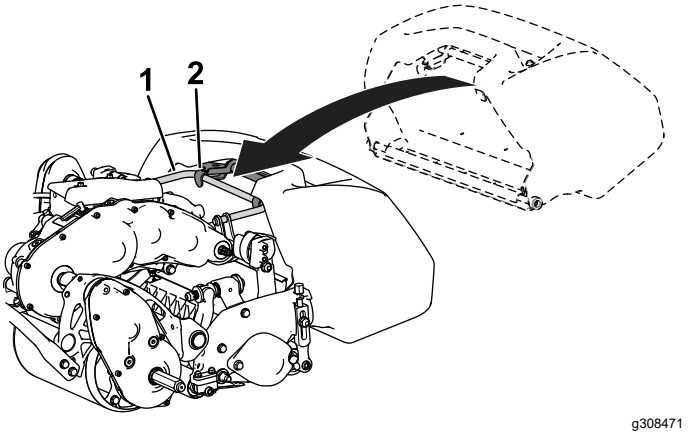

Rysunek 4
2. Poprowadź krawędź kosza między płytami bocznymi zespołu tnącego i ponad rolką przednią (Rysunek 4).
3. Zamontuj haki kosza ponad pętlą ramy (Rysunek 4).